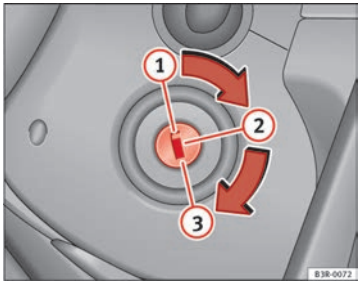

Fig. 90 Posições da chave da ignição
– Rodar a chave da ignição para a posição (1) ⇒ Fig. 90.
– Retire a chave da ignição na posição (1) ⇒ Fig. 90 ⇒ ⚠.